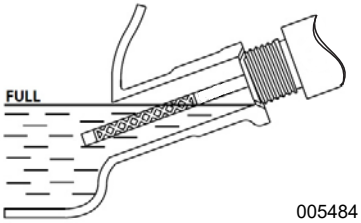

Figura 2-8. Rango de funcionamiento seguro
5. Para comprobar el nivel de aceite, saque el embudo e inserte la varilla en la boca de llenado de aceite. Consulte la *Figura 2-8*.